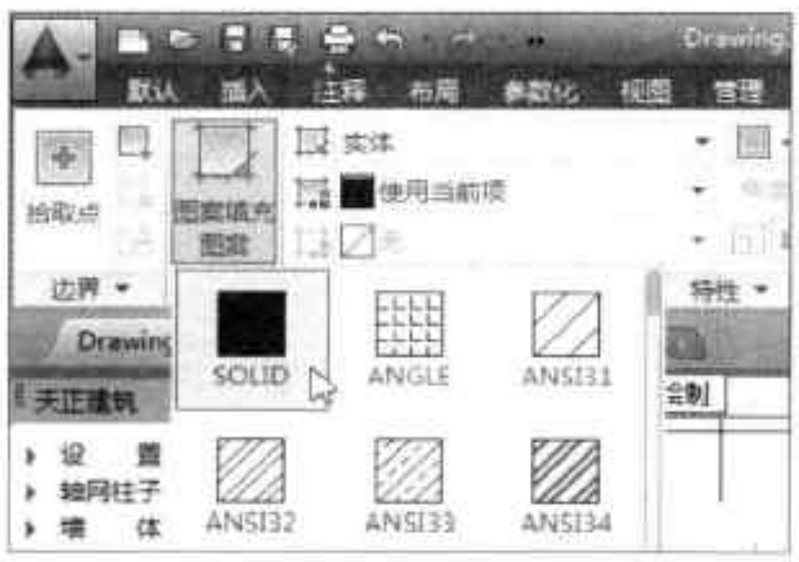

图16-126 选择填充图案
Step09 在 AutoCAD 功能区中，单击“图案填充”按钮，选择满意的填充图案，如图 16-126 所示。